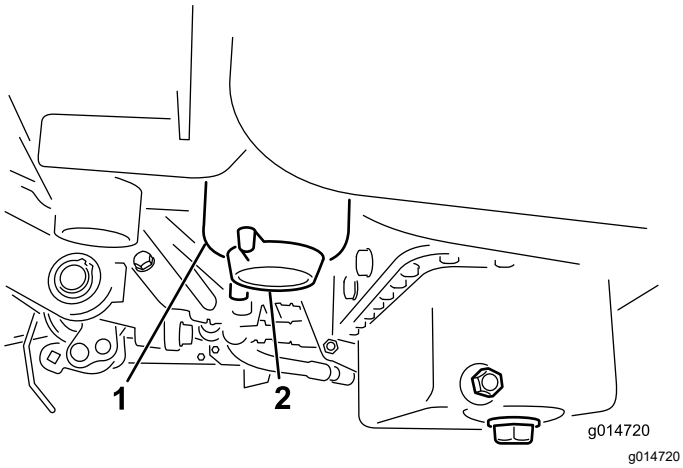

Figur 36
3. Åbn aftapningsproppen på brændstoffilteret ca. en omgang, og aftap eventuelt ansamlet vand (Figur 36).